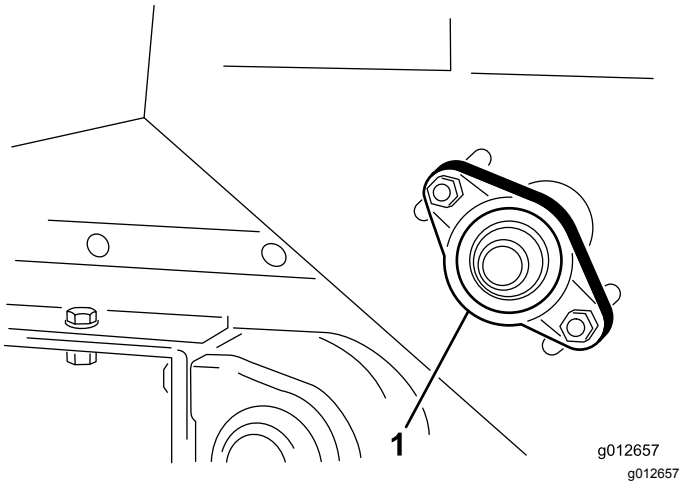

Rysunek 38
1. Poluzuj nakrętki mocujące obudowę łożyska (Rysunek 38) po prawej stronie maszyny.